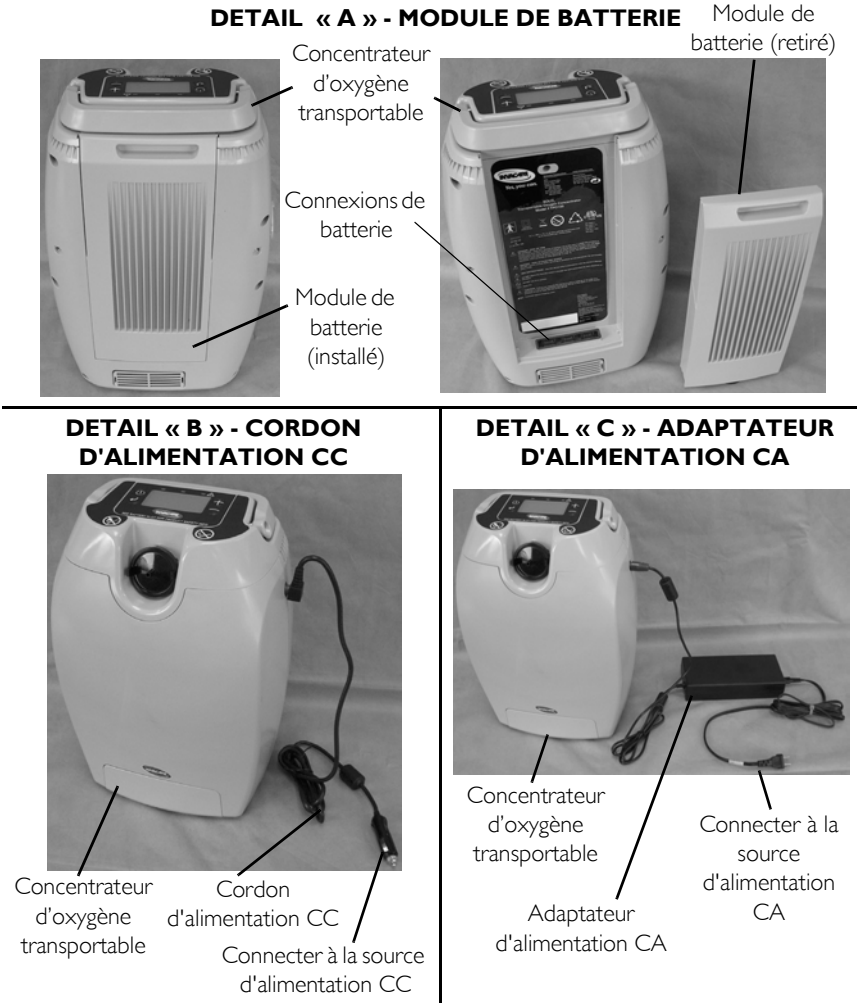

**FIGURE 6.1** Mise sous tension du concentrateur d'oxygène transportable
*REMARQUE : Pour cette procédure, veuillez vous référer à FIGURE 6.1 à la page 179.*
*REMARQUE : Pour cette procédure, se reporter à FIGURE 6.1 à la page 179.*
*REMARQUE : Pour cette procédure, veuillez vous référer à FIGURE 6.1.*